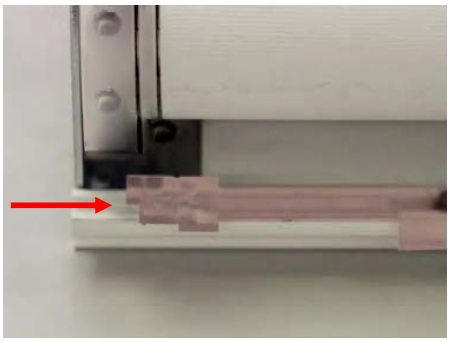

Рис.29
13) Вставить по краям базового профиля Соединитель кассеты М, прозрачный (310358-0000) (**Рис.29**)